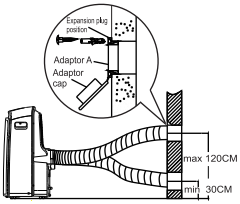

Fig.18
1. Haga un agujero en la pared. Instale el adapatador de escape A en la pared (por fuera) usando 4 enchufes de expansion y tornillos de madera. Asegúrese de fijarlos completamente. (Ver Fig.18)